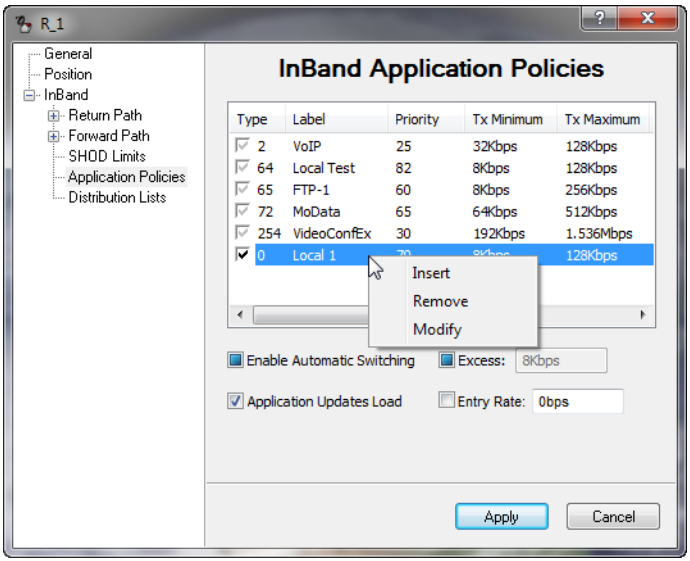

Figure 3-87 Application Policies dialog, Remote Site
1. Open the Properties for an InBanded Remote site and select the InBand Application Policies dialog, figure 3-87.